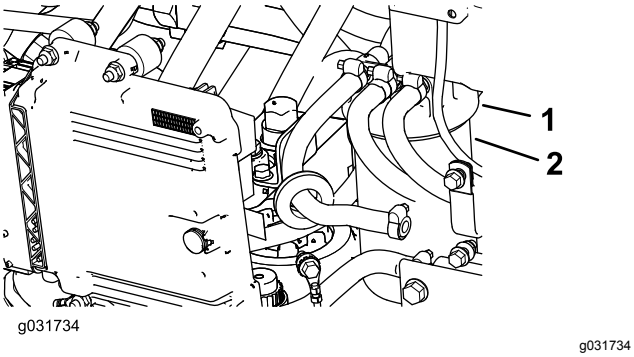

Figur 106
1. Gör rent området kring bränslefilterhuvudet (Figur 106).
2. Demontera filtret och rengör filterhuvudets monteringsyta (Figur 106).